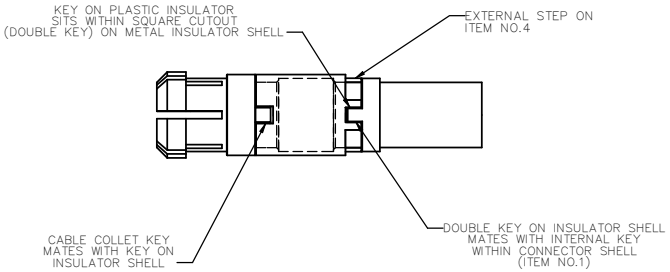

FIGURE 3: PIN ASSIGNMENT (SOLDER−SIDE SHOWN)
6. VISUALLY VERIFY FROM THE FRONT−FACE OF THE CONNECTOR THAT THE CONTACTS ARE ALIGNED CORRECTLY PER FIGURE 3. MATE WITH A MATING CONNECTOR IF NEEDED.